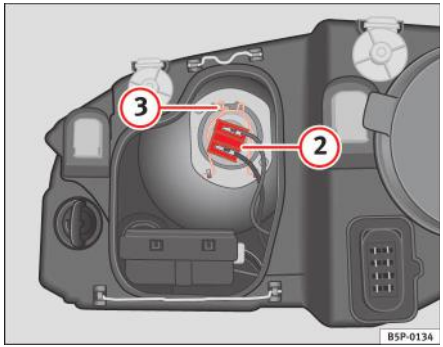

Fig. 165 Faza scurtă a farurilor
– Scoateți conectorul ⇒ pagina 261, fig. 165 (2) din bec.
– Deconectați resortul de fixare ⇒ pagina 261, fig. 165 (3) apăsându-l în interior şi către dreapta.